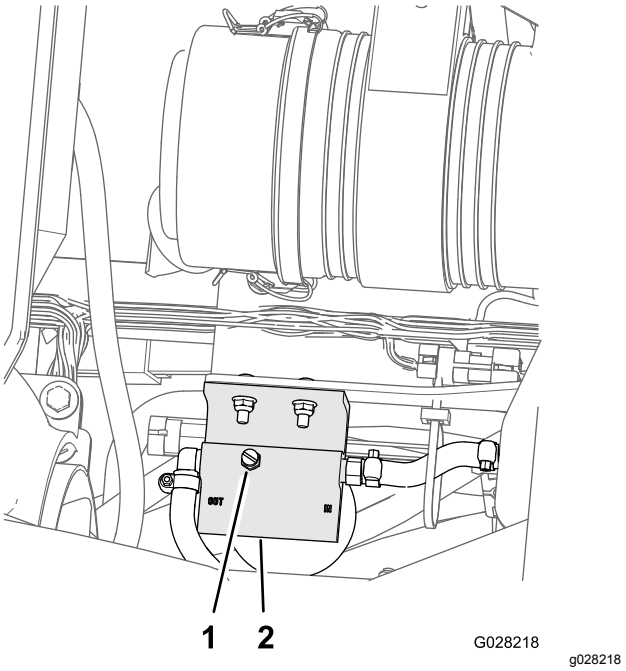

Figur 75
5. Lossa avluftarpluggen på bränslefiltret/vatten-separatorn (Figur 75).
7. Dra åt avluftarpluggen och vrid tändningsnyckeln till det AVSTÄNGDA läget (Figur 75).